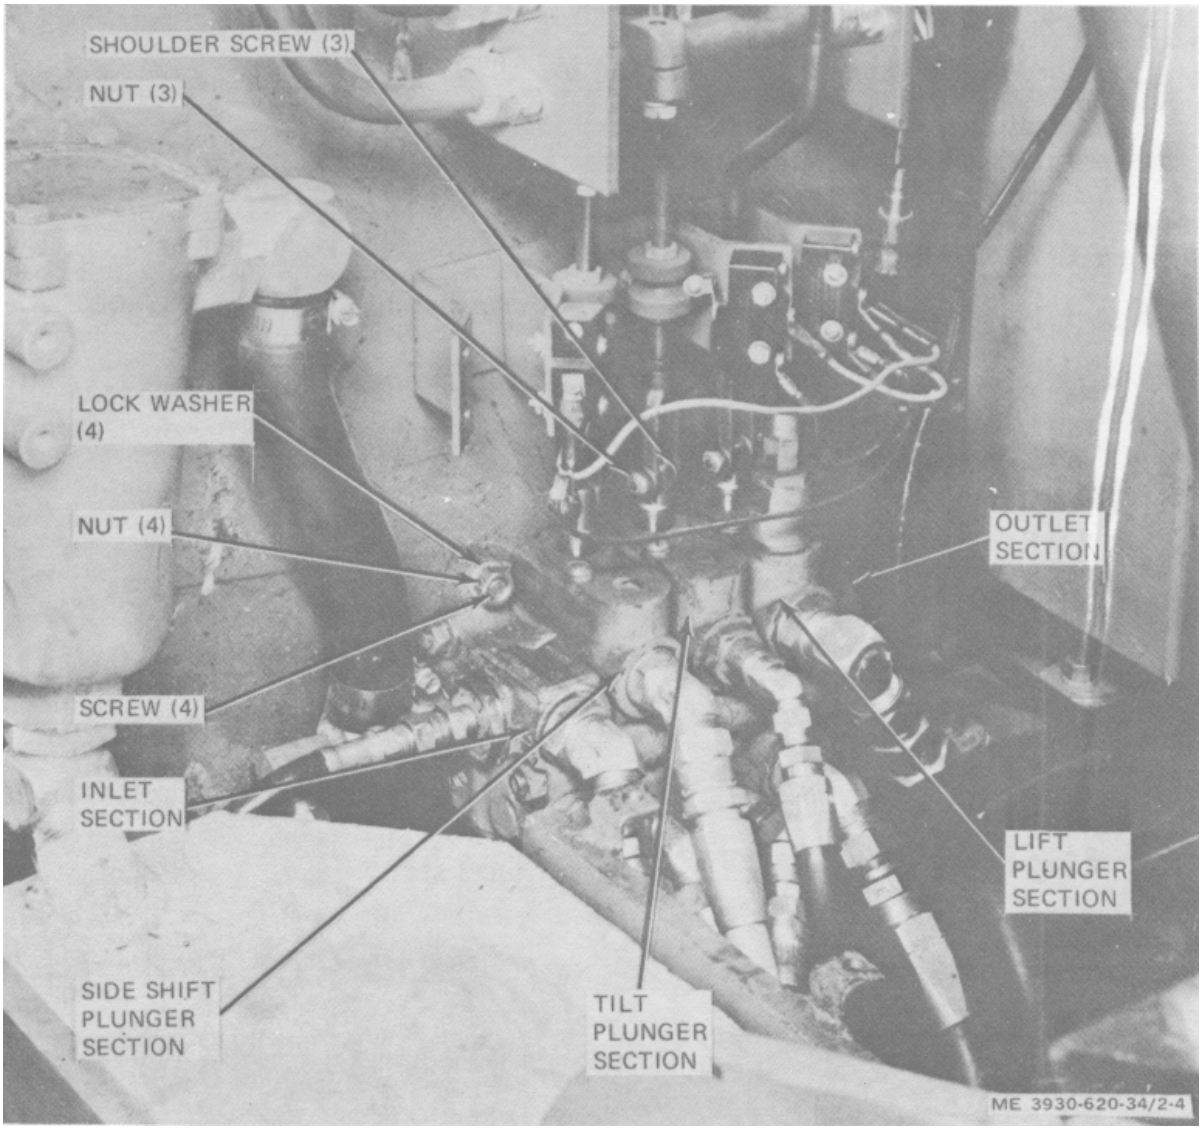

Figure 2-4. Control valve removal and installation.
a. Removal. (fig. 2-4).
(1) Disconnect battery and discharge capacitors (para 2-5).
(2) Remove control valve cover panel to gain access to control valve and connections (TM 10-3930-620-12).
(3) Identify and tag each hydraulic line according to where it connects.
(4) Disconnect hydraulic lines from control valve.
(5) Plug ends of hydraulic lines to prevent entry of foreign matter.
(6) Remove the three shoulder screws and nuts to disconnect yokes from control valve plungers.
(7) Remove the four control valve mounting screws, lock washers and nuts.
(8) Remove control valve from lift truck.
(9) Clean exterior of control valve using an approved solvent.
(1) Install control valve on lift truck center plate.
(2) Unplug all control valve openings and reconnect hydraulic lines to appropriate ports. (fig. 2-4).
(3) Connect yokes to control valve plungers. removal and installation.
(4) Check adjustments described in c, below,